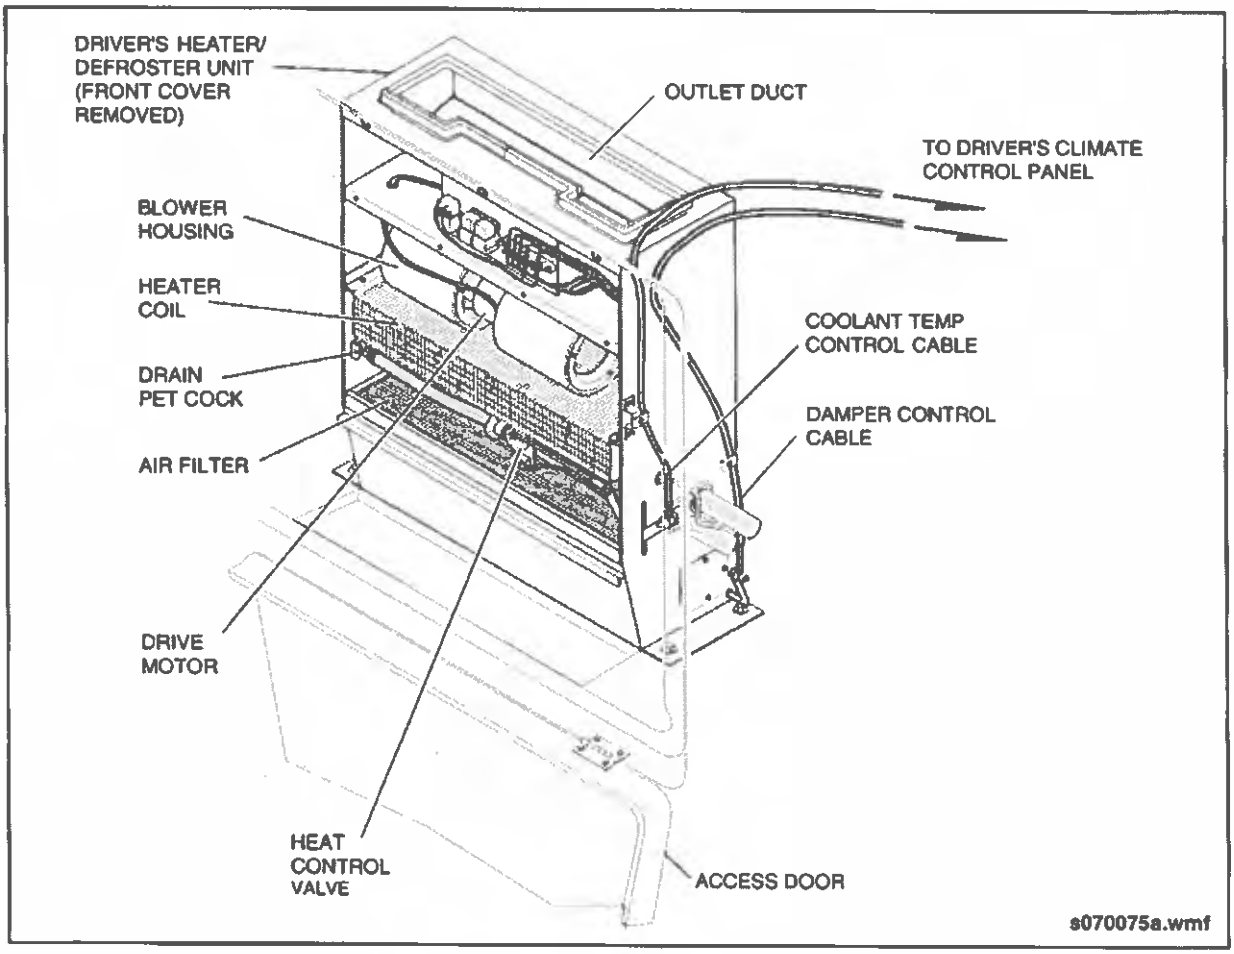

Fig. PM-19: Defroster Inspection
- ☐ Lubricate and adjust the cables and switch hook-ups. Cable ends and switch hook-ups can be accessed by opening the defroster access door and removing the defroster cover. See "Fig. PM-19: Defroster Inspection" on page 37.